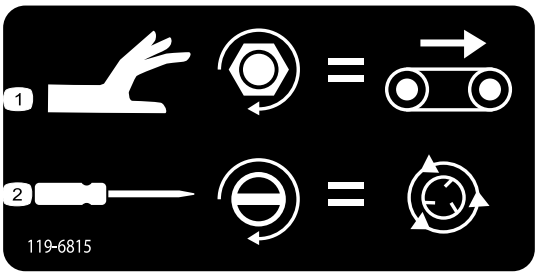

Figur 44
- Drej grebet med uret for at justere transportbåndets hastighed (Figur 44). Brug transportbåndets maksimale hastighed i det farvekodede betjeningssystem, når du ikke har noget hydraulikflow. Denne indstilling er nyttig, når tragtbeholderen er fyldt med sand.
- Juster spinderhastigheden (Figur 44) ved at bruge en fladhovedet skruetrækker til at forøge spinderhastigheden ved at dreje skruen med uret eller sænke spinderhastigheden ved at dreje skruen mod uret.